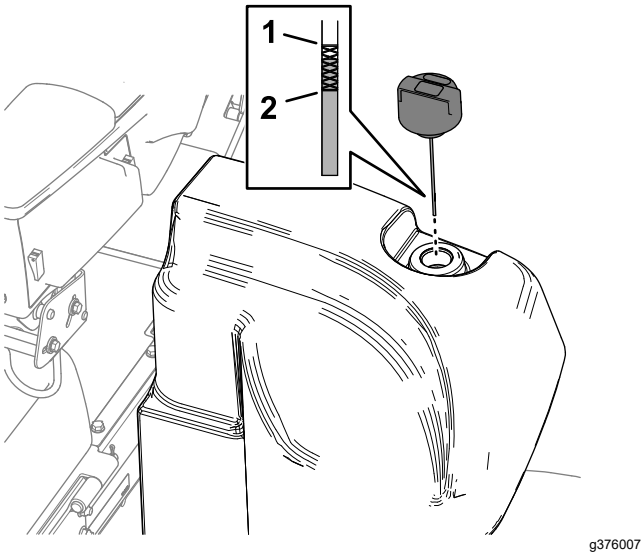

**Figuur 116**
2. Reinig de omgeving van de vulbuis en de dop van de hydraulische tank (Figuur 116).